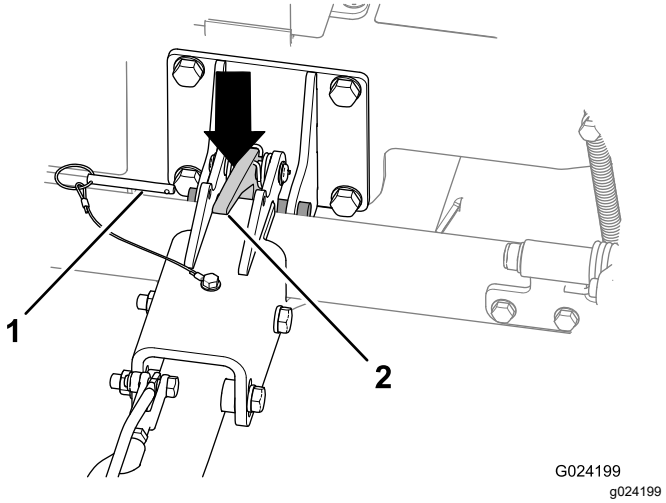

Figur 22
2. Dra ut låspinnen (Figur 22).
4. Tryck nedåt på dragkrokens spärrhak för att låsa upp dragkroken (Figur 22).